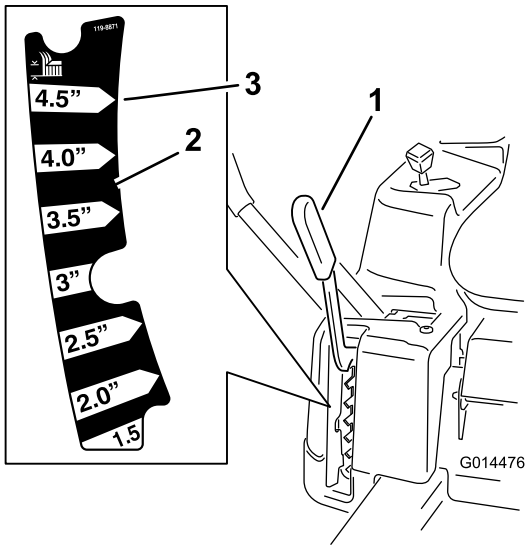

Bild 9
3. Heben Sie den Schnitthöhenhebel in die Transportstellung, Schnitthöheneinstellung von **4,5** (auch 115 mm [4-1/2 Zoll]) (Bild 9).